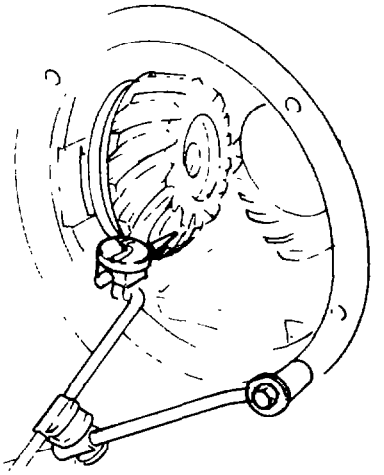

Fig. 328 — Checking Backlash
b. Using a dial indicator mounted on the carrier housing, check the backlash between the bevel pinion and the helical pinion shaft as shown in fig. 328. If necessary add or subtract shims to obtain a backlash of 0.152 – 0.432 mm (0.006 – 0.017 in.).